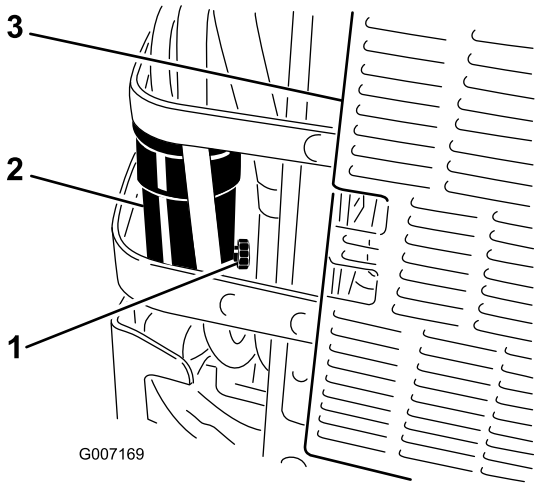

Figur 50
6. Åpne tømmefilteret på vannseparatoren ca. én omdreining slik at vann og andre kontaminanter tappes ut (Figur 50).
7. Steng tappeventilen når det kommer ut rent dieseldrivstoff (Figur 50).